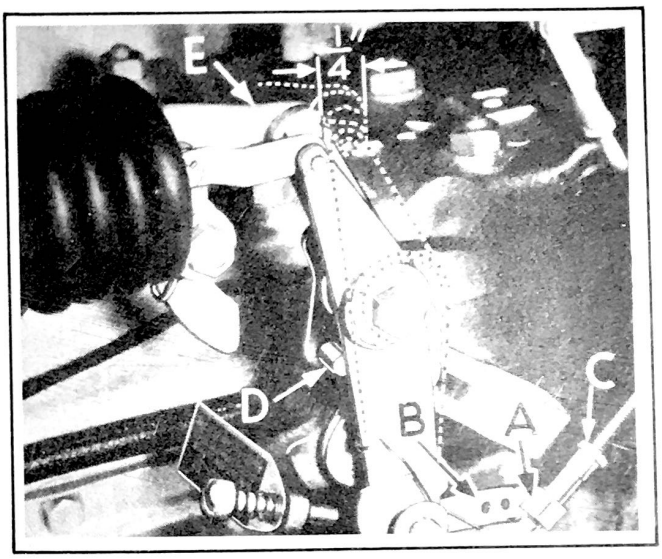

Figure 202 - Piston Travel Adjustment
CLUTCH VACUUM CONTROL PISTON TRAVEL ADJUSTMENT. With guide block (A), Fig. 202, in the rear hole of cam lever (B), adjust valve lever cam threaded sleeve (C) to give maximum disengagement travel to the piston. With the engine running